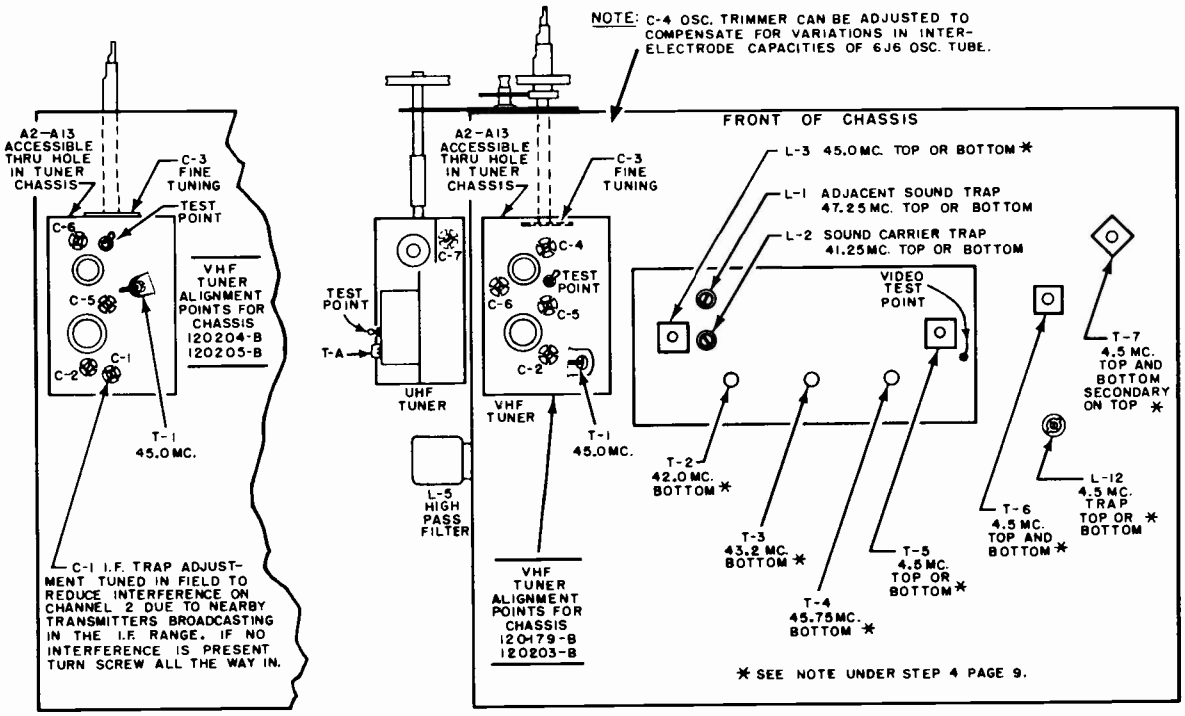

Figure 9. LOCATION OF ALIGNMENT POINTS (TOP VIEW)
b. Alignment Points - The location of all I.F. transformers, Tuned Circuits, and trimmers shown in Figure 9 .
The alignment of the tuner is factory set and will actually not require any additional adjustments other than to compensate for differences in 6J6 oscillator tubes. Because of this fact, the only adjustment to be made in the field is trimmer C-7 which is located next to the 6J6 oscillator tube. (See Figure 9)